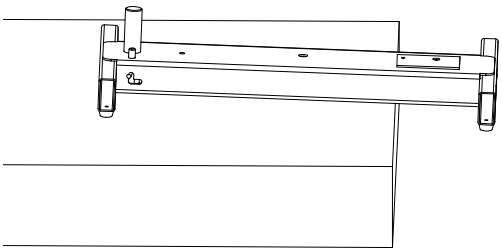

FIG. 1
- Legen Sie den Maschinenrahmen über eine Tischkante (Fig.1).